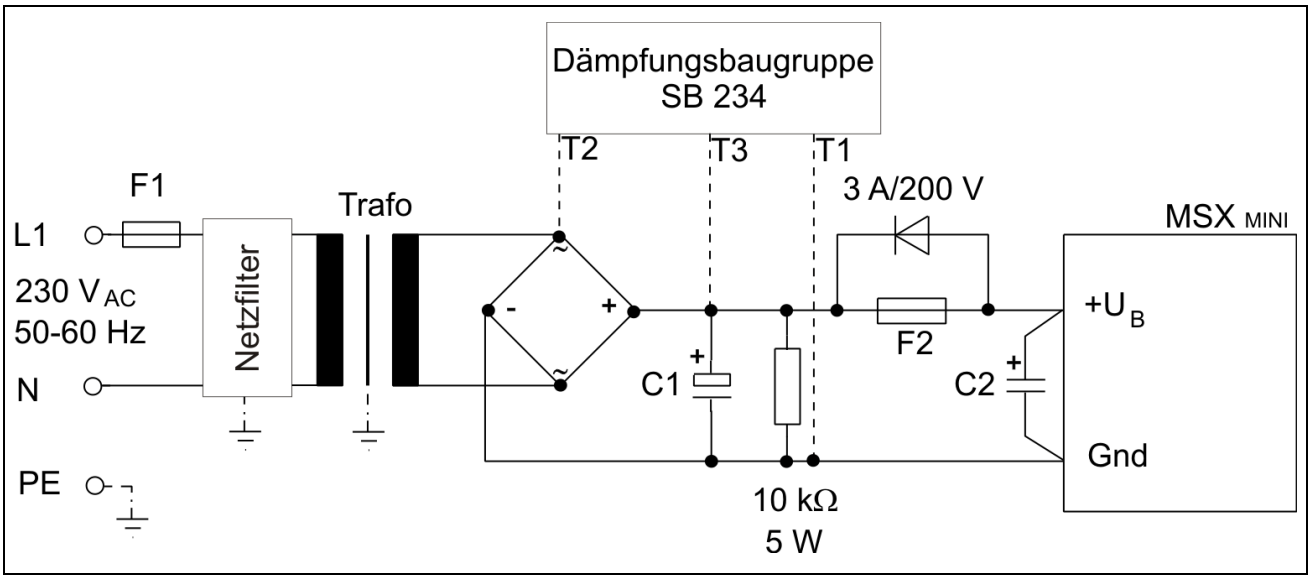

Abb. 8: Netzteil für Spannungsversorgung der MSX
3. Sind die Zuleitungen vom Netzteil zur Baugruppe MSX länger als 500 mm, so muss ein Kondensator C2 (siehe Abb.8) von mindestens 68 µF/200 V parallel zur Spannungsversorgung an die Steckerleiste angeschlossen werden.